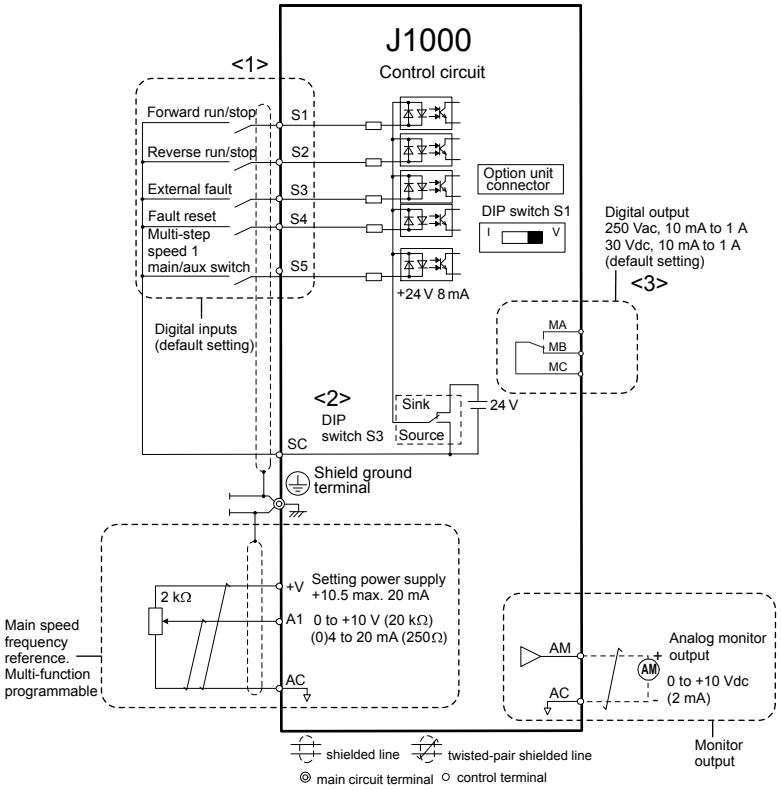

Figure 3.10 Control Circuit Connection Diagram
Drive parameters determine which functions apply to the multi-function digital inputs (S1 to S5), multi-function digital outputs (MA, MB, MC), and multi-function analog output (AM). The default is called out next to each terminal in ***Figure 3.10***.